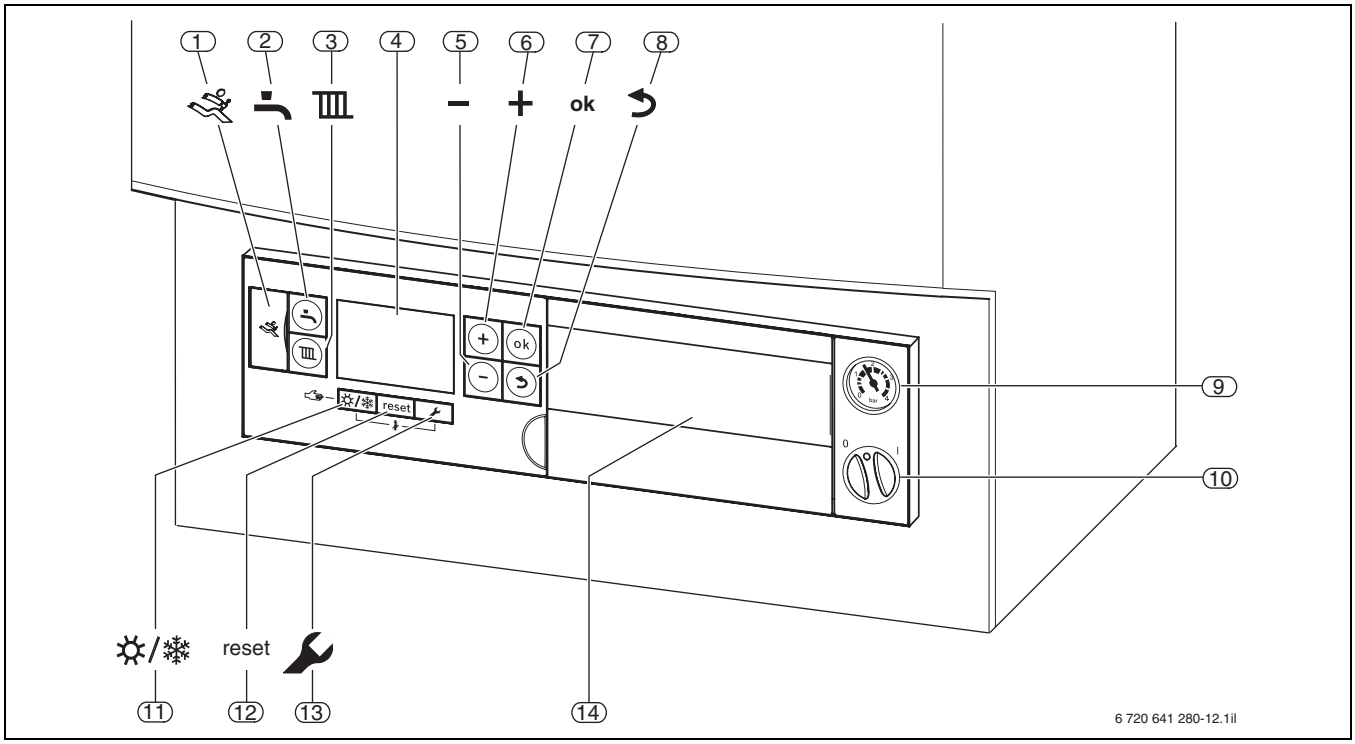

Bild 50 Anzeigen und Bedienelemente des Basiscontrollers Logamatic BC25
- Ein- und Ausschalten des Heizkessels und aller angeschlossenen Module über einen Ein/Aus-Schalter (→ Bild 50, Pos. 11)
- Taste Umschaltung „Sommer-/Winterbetrieb“ (→ Bild 50, Pos. 12)